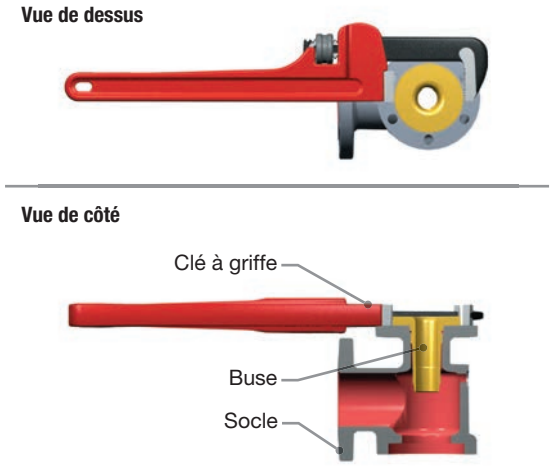

Figure 20 : Retirer la buse du socle
19. Utiliser une grande pince à tube sur la bride de la buse pour retirer la buse (2) du socle (1) (voir Figure 20).